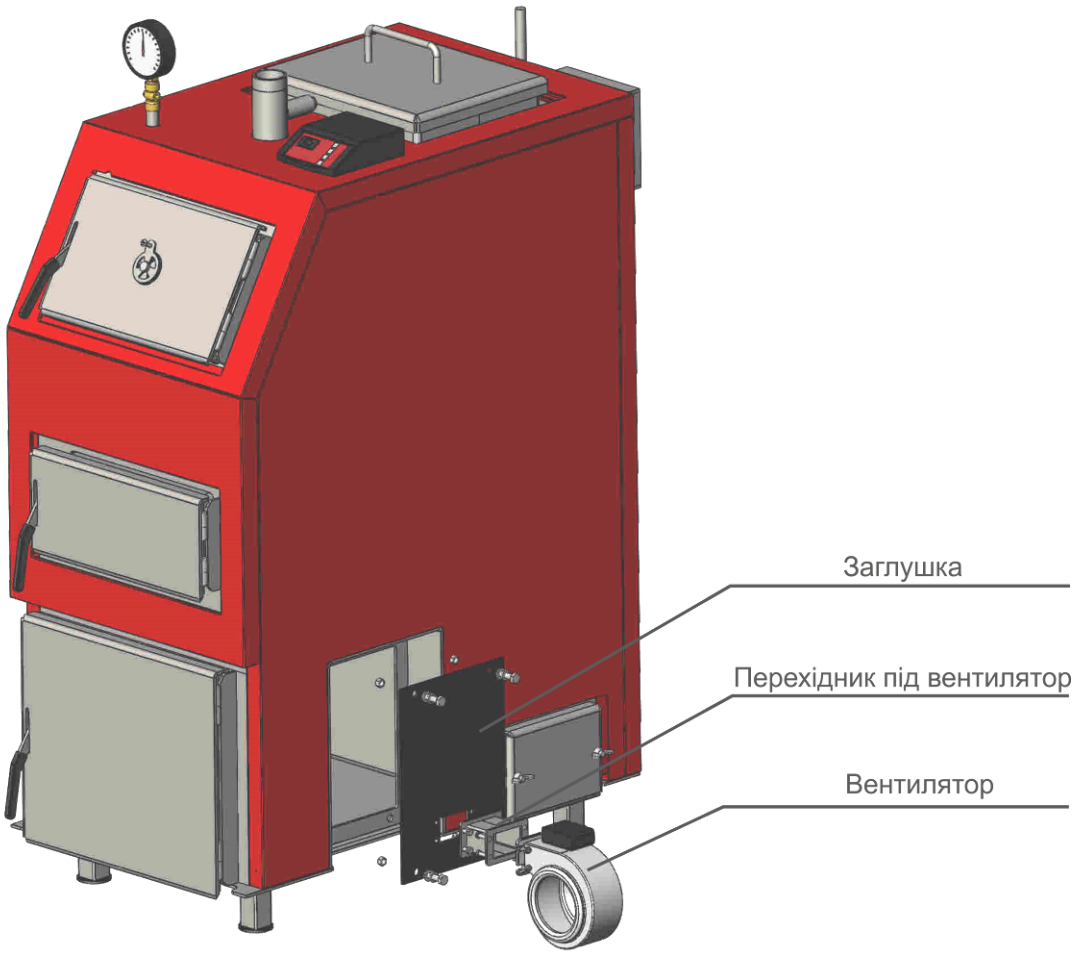

Рис.4. Схема монтажу заглушки з вентилятором на місце пелетного пальника при необхідності ремонту чи сервісному обслуговуванні
При переході на ручний режим роботи необхідно на колосникові труби верхньої камери згорання покласти чавунні решітки (див. рис.4). Завантаження палива відбувається в ручну, через завантажувальний люк. Подача повітря для спалювання палива в верхню камеру згорання відбувається через пелетний пальник.
4. Встановити вентилятор з перехідником на заглушку (див. Рис.4).
Схема монтажу заглушки з вентилятором для роботи котла в ручному режимі при демонтованому пелетному пальнику показана на Рис.4.